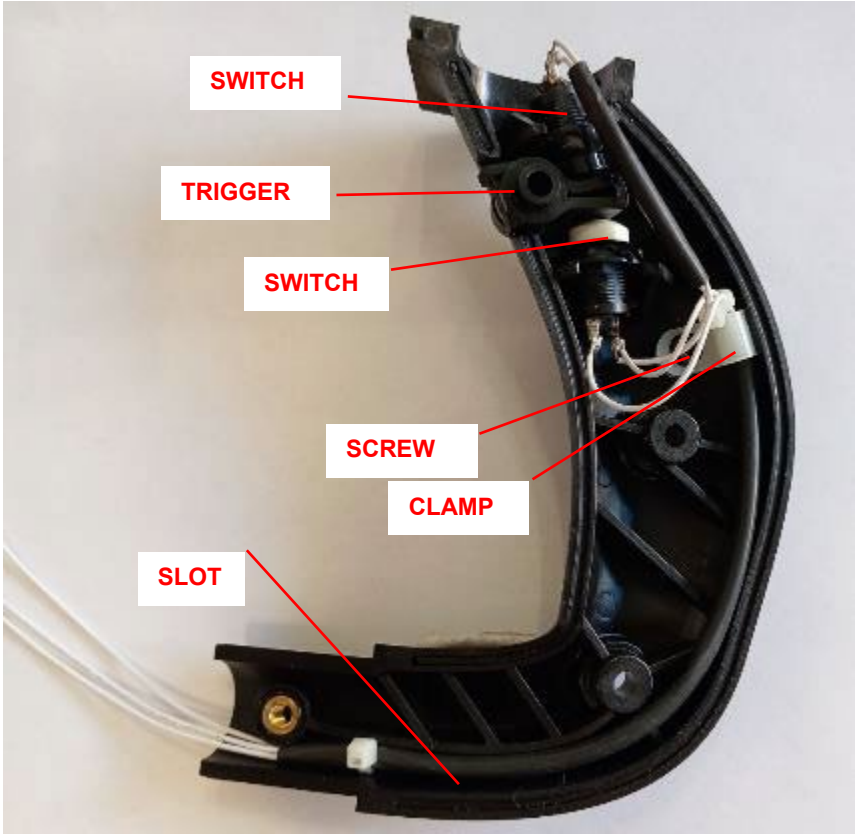

Figure 31 – Internal layout of the grip
9. Refer to Figure 31. Remove the two switches from their position in the grip to gain access to the contacts. If necessary, remove the screw internal to the grip and remove the plastic clamp from the wires.
16. Refer to Figure 31. If previously removed, put the wires in the plastic clamp and install it with the screw.
18. Put the switches and the triggers in the positions shown in Figure 31. Make sure that the white switch is on the lower part and the black one is on the upper part of the grip. Make sure that the triggers are oriented as shown. Use the lower slot for routing the wire away from the holes for the screws.